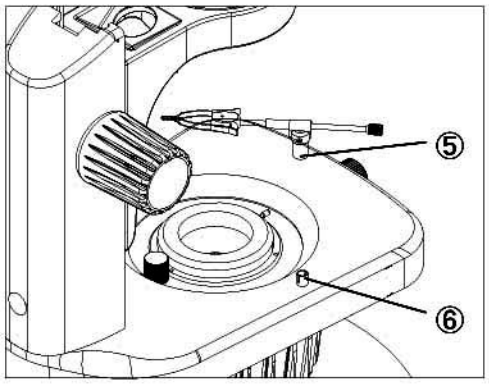

Fig. 2
**Installing the Stoneholder (Fig. 2)**